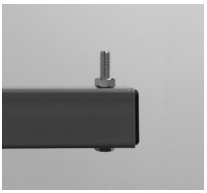

Fig 12
1. These is a 6.35mm (1/4") hole drilled through the end of each horizontal bar (1). This hole can be used to secure some form of material stop at the end of the shelf if you are loading pipes, tubes or cylindrical items onto the shelf.
a. This material stop can be achieved by inserting a ¼" bolt (not supplied) through the horizontal bar (1) and securing it with a nut (not supplied) allowing the remainder of the bolt thread to be used as a material stop (fig12).